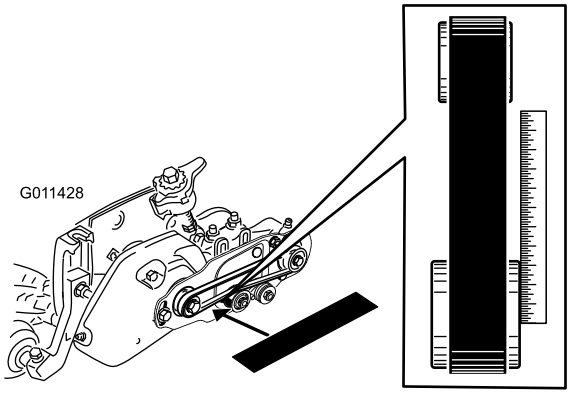

Figur 33
- Lägg ett objekt med rak kant längs med **drivskivans** ytterkant (Figur 33).